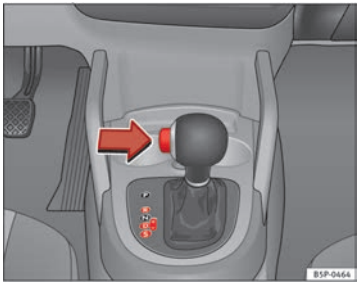

Fig. 144 Driving
– Press on the button on the selector lever knob (on the left, ⇒ Fig. 144. ▶